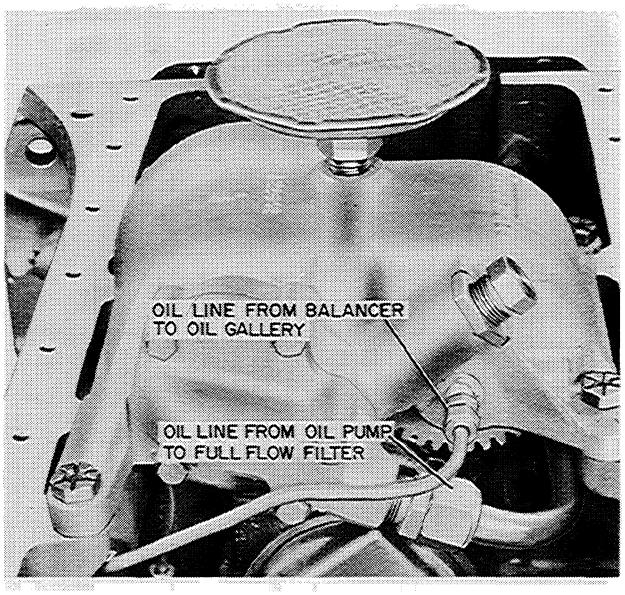

Figure MM-13
2. Remove the small oil pressure line from the balancer housing to the oil gallery, Figure MM-13.
3. Remove the large oil line from the oil pump to the full flow filter, Figure MM-13.